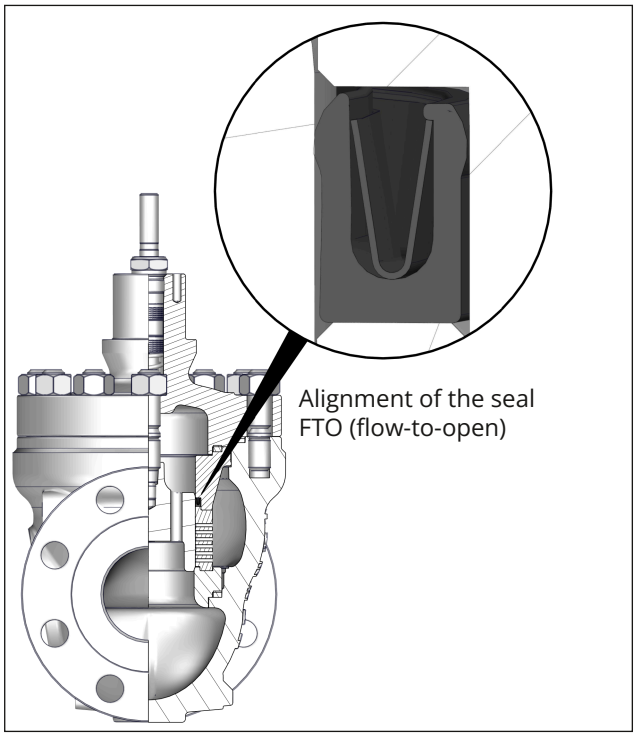

Fig. 35: *Alignment of seal (45) on FTO cage*
3. Insert a new spiral wound gasket (127) into the body (1) in the seat bridge area.
4. Place the seat (4) on the spiral wound gasket (127) in the body (1).
5. Insert the cage (424) into the body (1) and position it on the seat (4), while aligning the cage (424) within the valve body to ensure that the largest opening faces toward the valve outlet.
6. Insert the piston (5) together with the piston stem (36) upright through the cage (424) into the valve body (1) and position it on the seat (4).
7. Place a new seal (45) on the cylinder (463). Make sure the seal is properly aligned (see Fig. 35).
8. Place the cylinder (463) together with the seal (45) over the piston stem (36) on the cage (424).
9. Place a new spiral wound gasket (126) on the cylinder (463).
10. Insert a new spiral wound gasket (17) into the body (1).